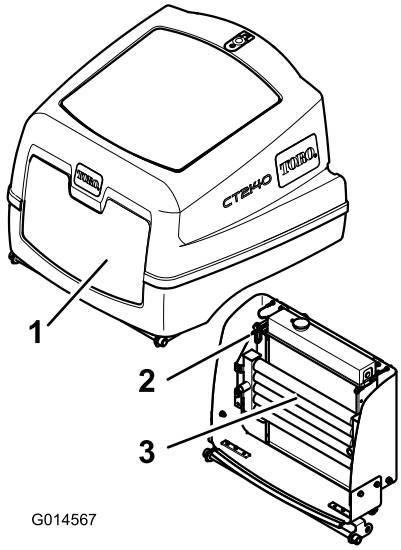

Figur 58
4. Åbn låsen og motorhjelmen (Figur 58).